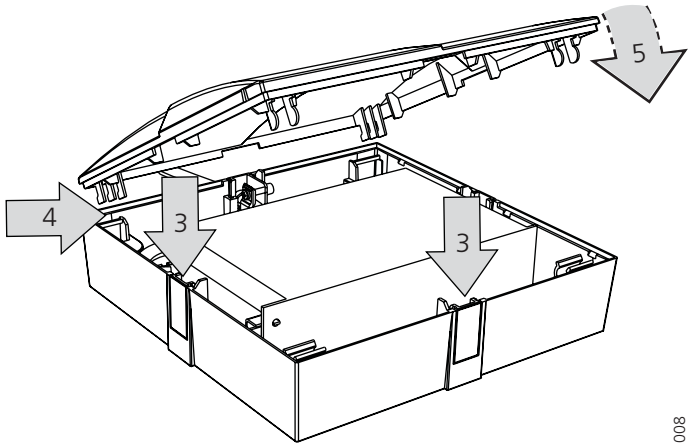

Figure 8. Mounting of rectangular covers and replacing the covers.
4 Mount rectangular covers (which are provided in the parts bag) at the openings where there are no adjacent modules (3), see figure 8 below.
2 Mount the covers, see figure 8 on page 7.